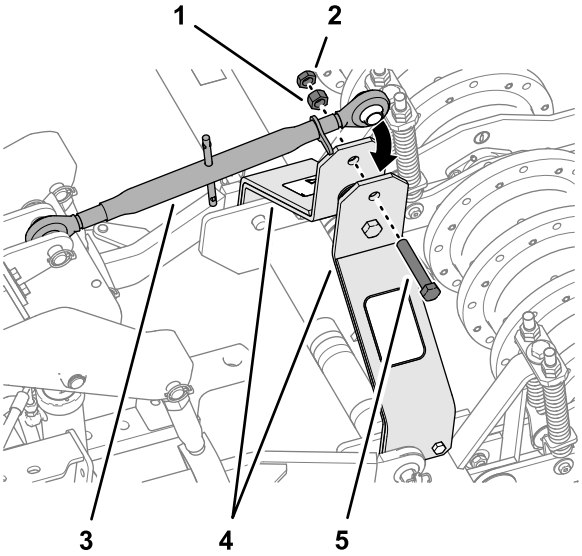

Rysunek 18
6. Zmontuj drugi koniec górnego 3-punktowego układu zawieszenia z ramionami podnoszącymi aeratora (Rysunek 18), wykorzystując śrubę (¾ x 4 cale), nakrętkę (¾ cala) i nakrętkę kontrującą (¾ cala).